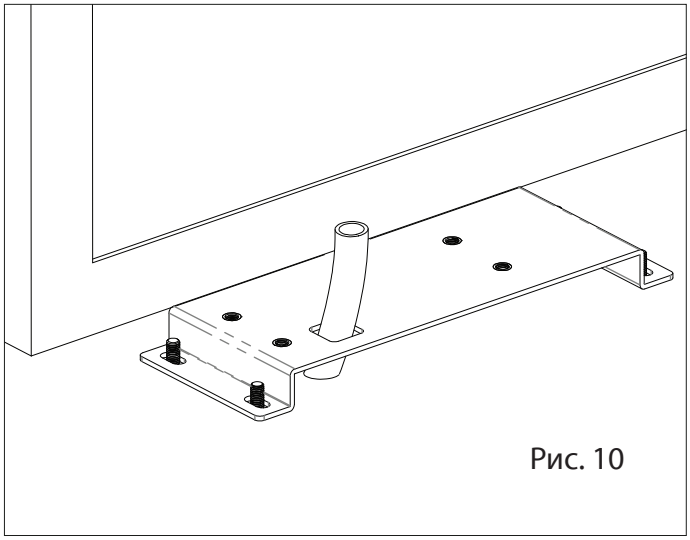
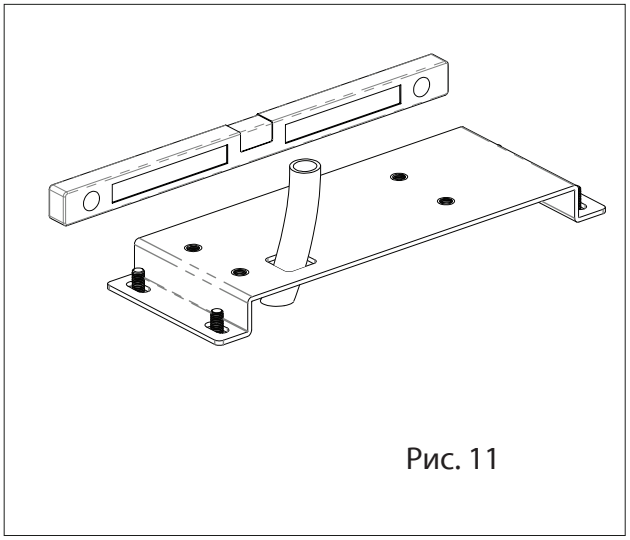

Рис. 10
Рис. 11
b) Положите фундаментную плиту на пол, используя соответствующие дюбеля и обеспечьте одну или несколько труб для направления электрических кабелей через пластину (рис. 10 и рис. 11). Используя уровень, проверьте, установлена ли плита строго горизонтально.